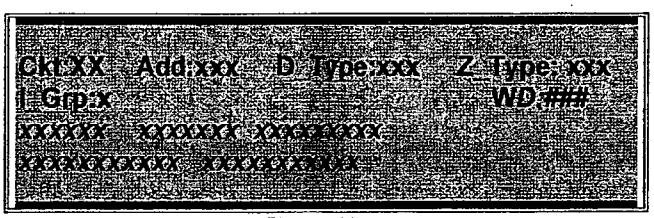

Figure 10
8. Use the up/down arrow keys or enter the three digit word number to select text entries from *text word dictionaries* "W1" through "W5:". The ## represents the text entry number in dictionary *D*. See Figure 10.
>>NOTE: The "W*D*" field is not displayed until the cursor is placed in its field. When the dictionary 1 through 5 is selected "W*D*" will be shown on the lower right hand corner of the display. See Figure 10.